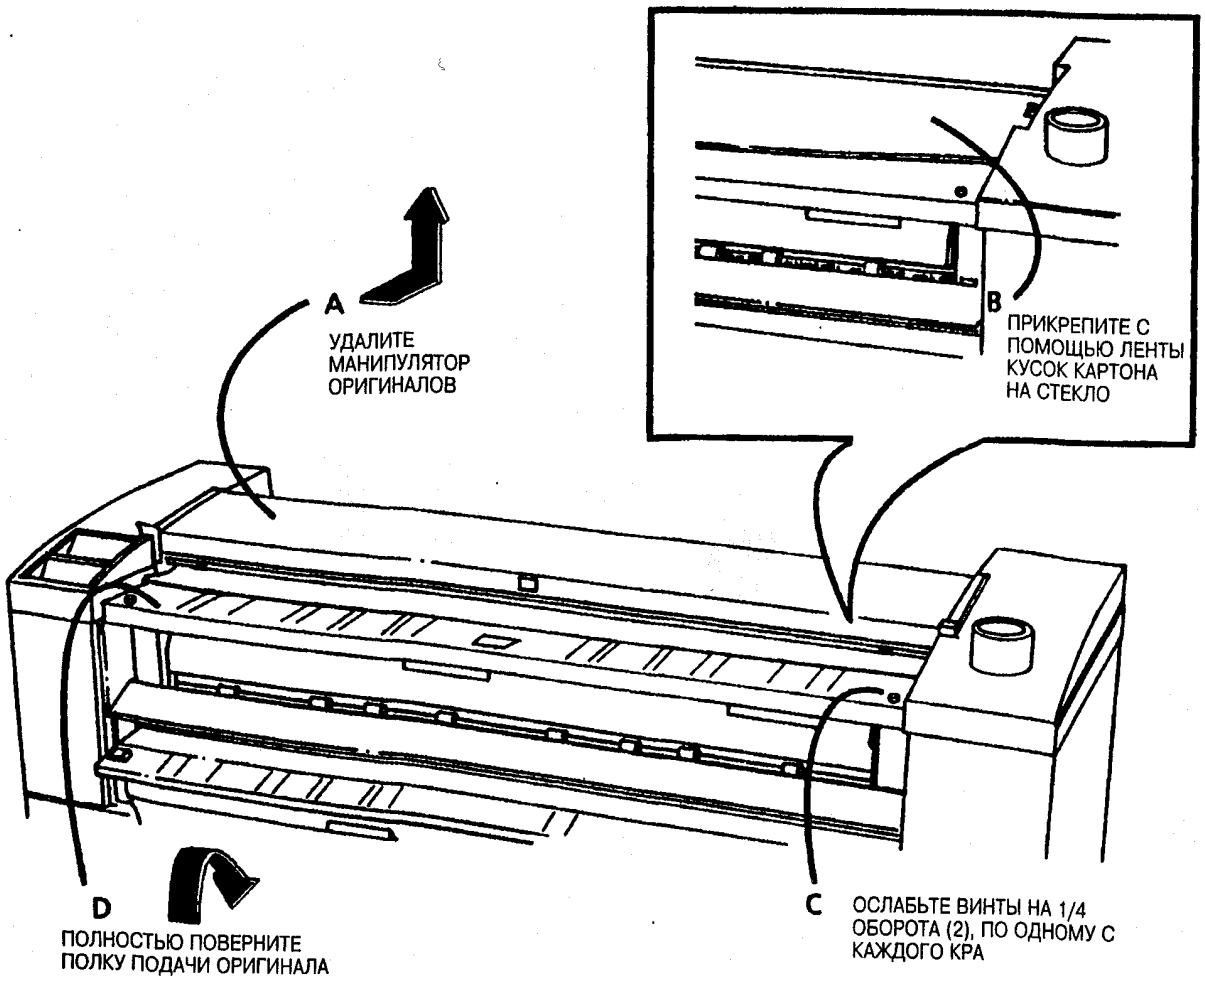

Рис. 3. Удалите манипулятор оригиналов
10. (Рис. 3): Удалите манипулятор оригиналов.